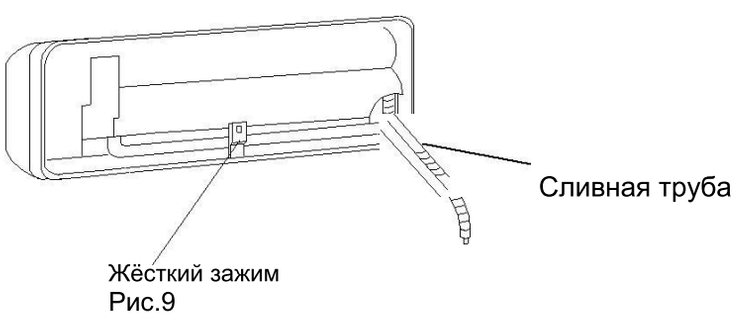

Рис.9
2. Правая схема приведена для положения сливного шланга, расположенного слева См. рис. 9.
2. Подсоединение левой задней трубки (аналогично левой нижней трубке). (дополнительно, см. рис. 9)